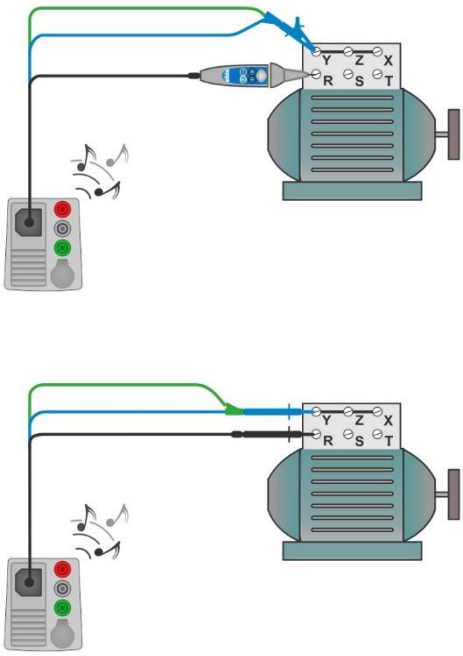

Figure 7.29: Tip commander and 3-wire test lead applications
- Connect test leads to device under test, see ***Figure 7.29.***